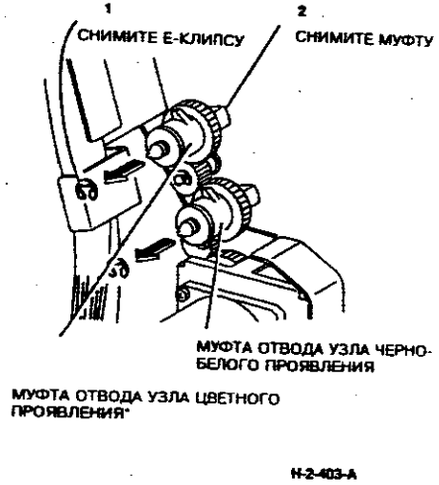

**Рисунок 2. Снятие муфты отвода узла проявления**
5. (Рисунок 2) Снимите муфту отвода узла проявления.